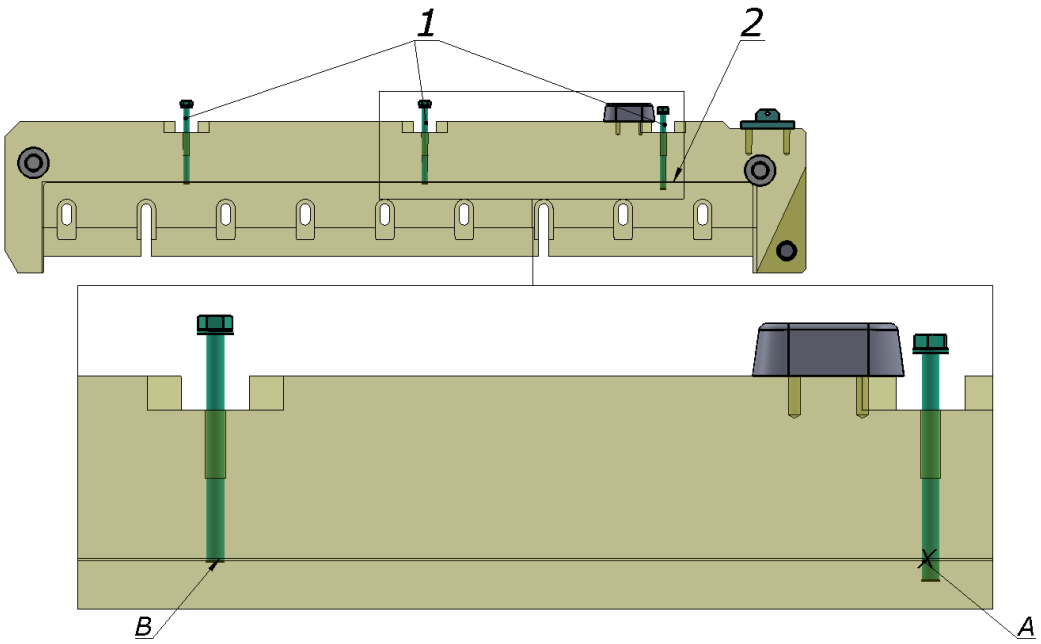

Figure 31. Position of adjustment screws.
3. Holding transport handles 1, insert knife 2 into the cutting machine so that the transport handles screwed into the knife fit into the cut-outs in knife bar 3. (Fig. 31).